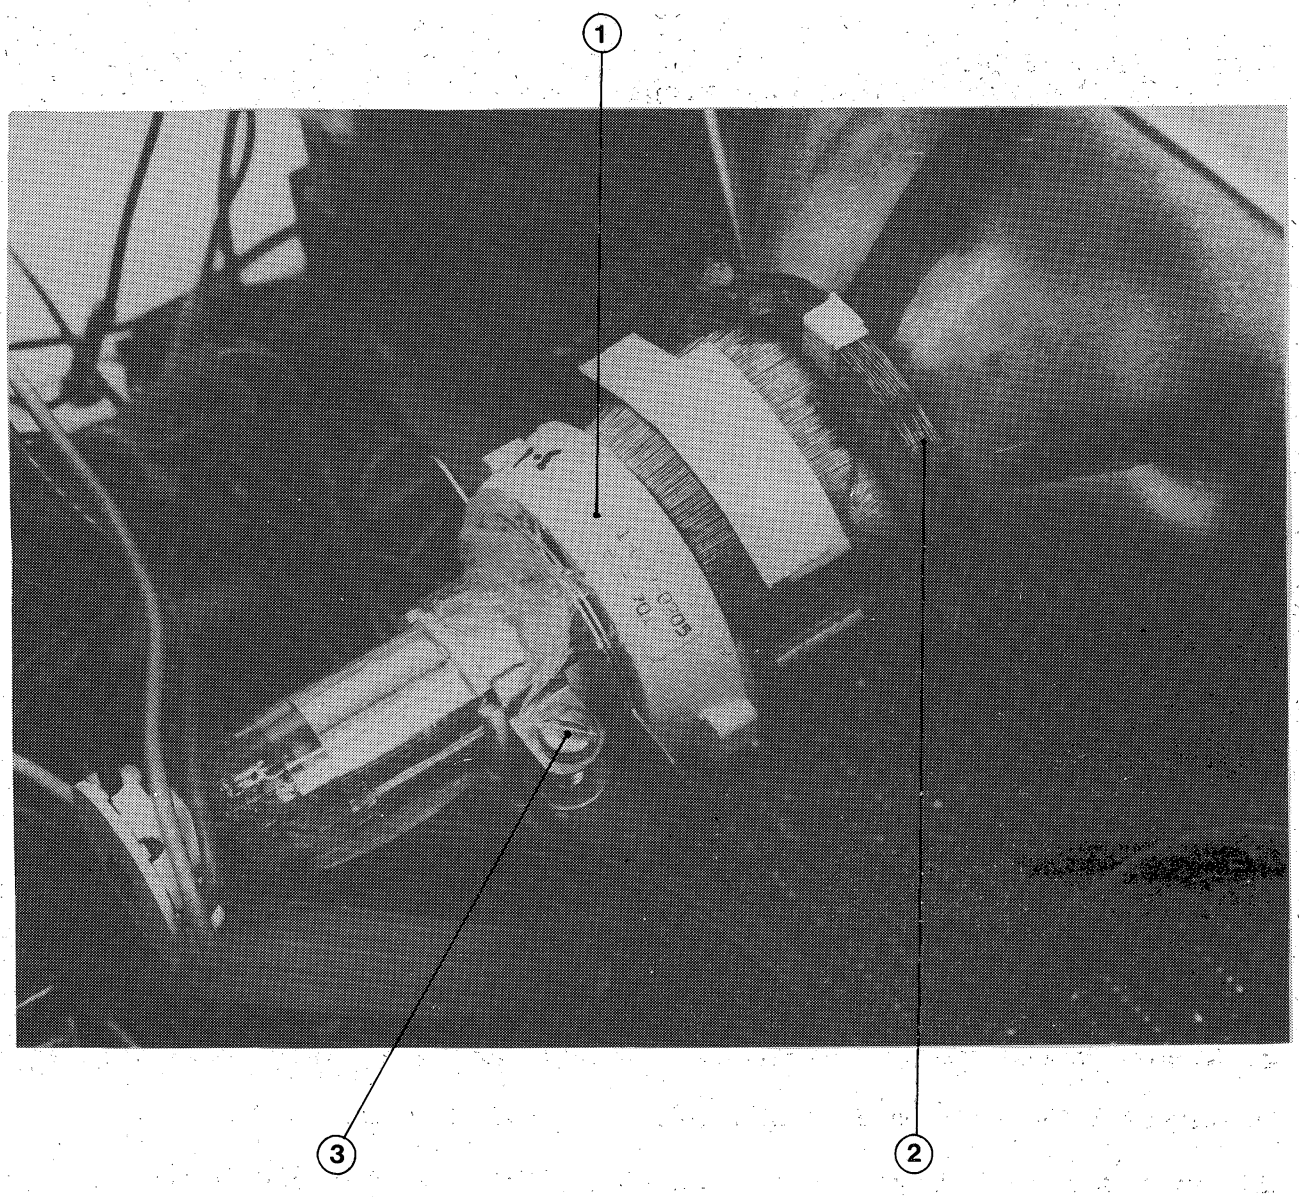

Figure 2-5
2.7.2 Monitor alignment Figure 2-5